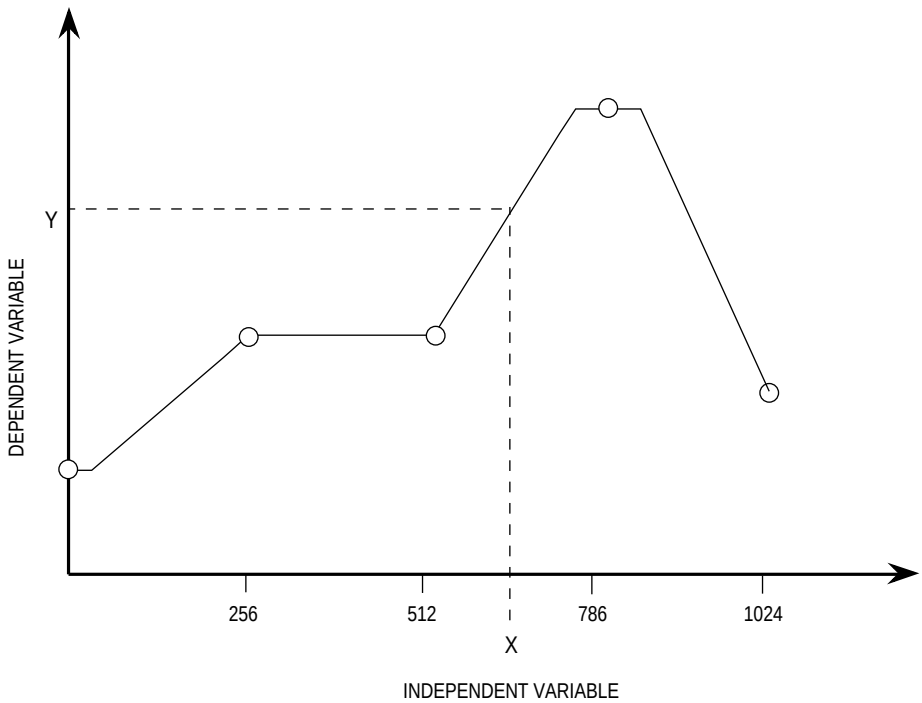
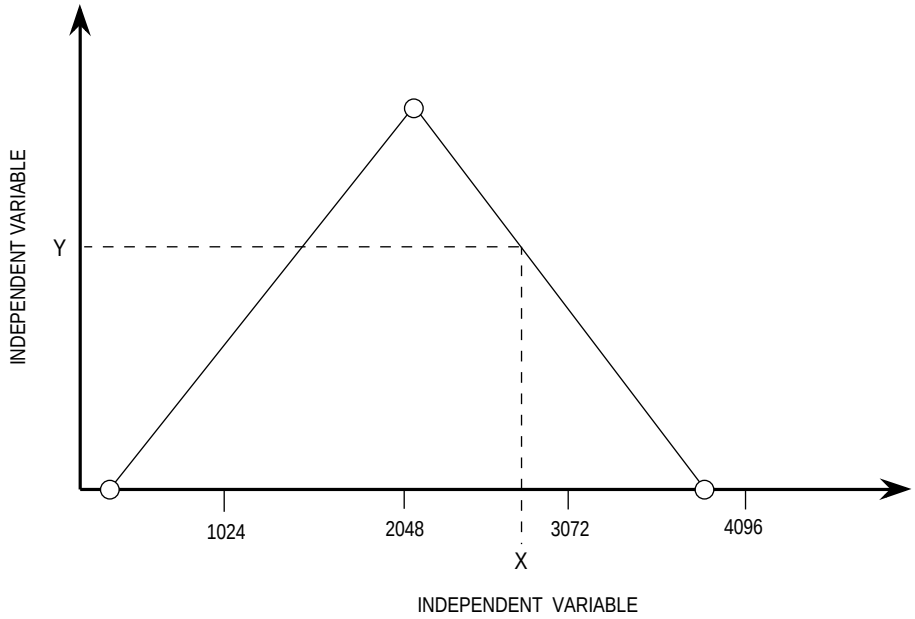

Figure 5-8. Table Example 2
Figure 5-9. Table Example 3
The following examples show how to compress tables and use fewer interpolation levels between table entries. Example 1 (see Figure 5-7) demonstrates TBL for a 257-entry table, allowing up to 256 interpolation levels between entries. Example 2 (see Figure 5-8) reduces table length for the same data to four entries. Example 3 (see Figure 5-9) demonstrates use of an 8-bit independent variable with an instruction.
5.3.4.2 TABLE EXAMPLE 2: COMPRESSED TABLE. In Example 2 (see Figure 5-8), the data from Example 1 has been compressed by limiting the maximum value of the independent variable. Instead of the range $0 \leq X = 65535$, X is limited to $0 \leq X \leq 1023$. The table has been compressed to only five entries, but up to 256 levels of interpolation are allowed between entries.
5.3.4.3 TABLE EXAMPLE 3: 8-BIT INDEPENDENT VARIABLE. This example shows how to use a table instruction within an interpolation subroutine. Independent variable X is calculated as an 8-bit value, allowing 16 levels of interpolation on a 17-entry table. X is passed to the subroutine, which returns an 8-bit result. The subroutine uses the data listed in Table 5-15, based on the function shown in Figure 5-9.